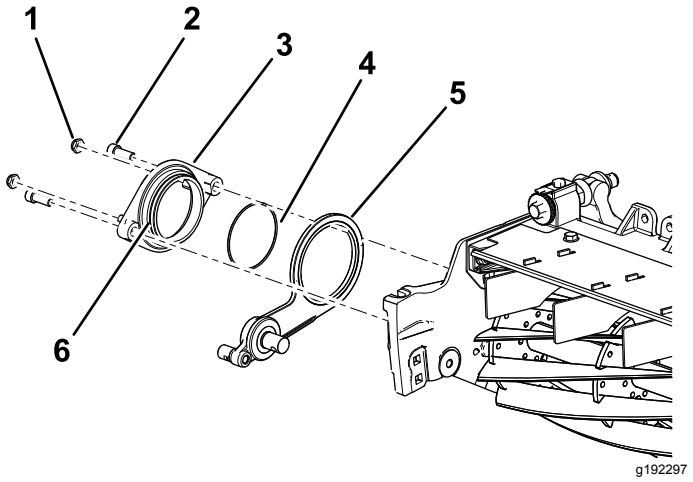

Figura 9
3. Aplique composto antigripagem no diâmetro exterior do conjunto do terminal de articulação (Figura 9).
4. Fixe o terminal de articulação sob o conjunto do rolete do cilindro utilizando 2 parafusos de cabeça sextavada (⅜ x ¾ pol.) (Figura 9).
5. Instale sem apertar as duas porcas de bloqueio no terminal da articulação (Figura 9).